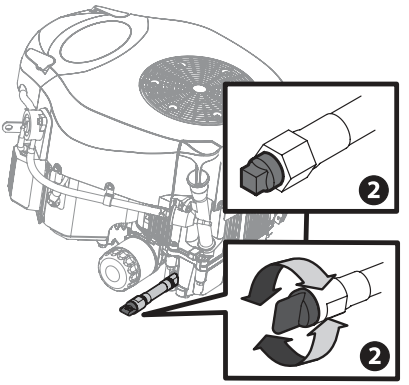

Fig. 36
NOTE : le moteur est équipé soit d'un bouchon en plastique à dévisser, soit d'un bouchon à tête carrée en métal (encadrés de la Fig. 36).
4. Dévissez le bouchon à l'extrémité du tuyau de vidange d'huile pour commencer à vidanger l'huile (encadré de la Fig. 36).